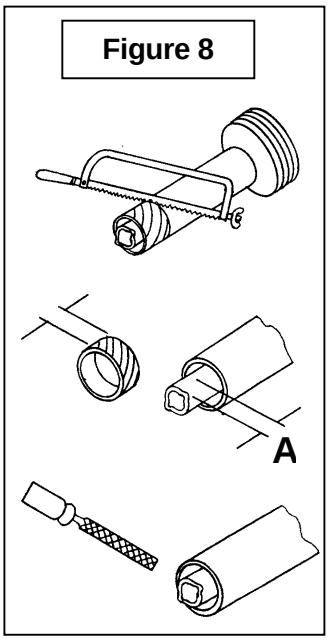

Figure 8
5. Cut the guard a second time leaving the same distance between the end of the guard and the end of the shaft as existed before. To obtain the proper distance "A" shown on Figure 8, cut the guard according to the following table: